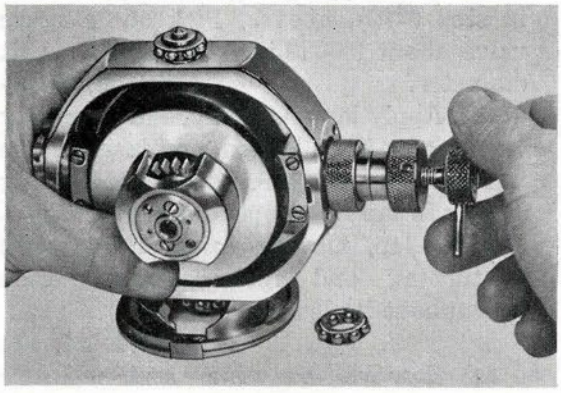

Figure 291
5. Remove inner races from inner gimbal-ring centers by clamping flanged end of tool in the ball paths of inner races (Fig. 291). Place in correct compartment of cleaning stand. **(416)**